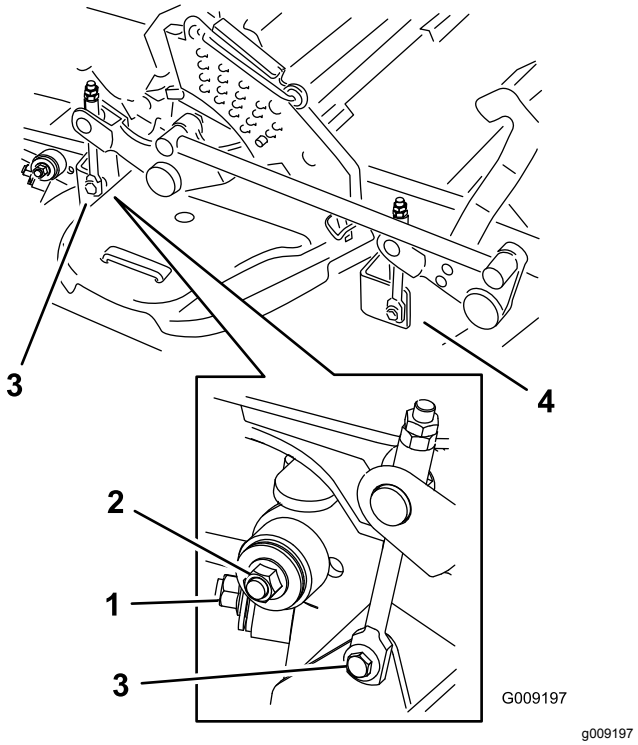

Figuur 108
7. Verwijder en bewaar de bevestigingsmaterialen aan beide zijden van het maaidek (Figuur 108).